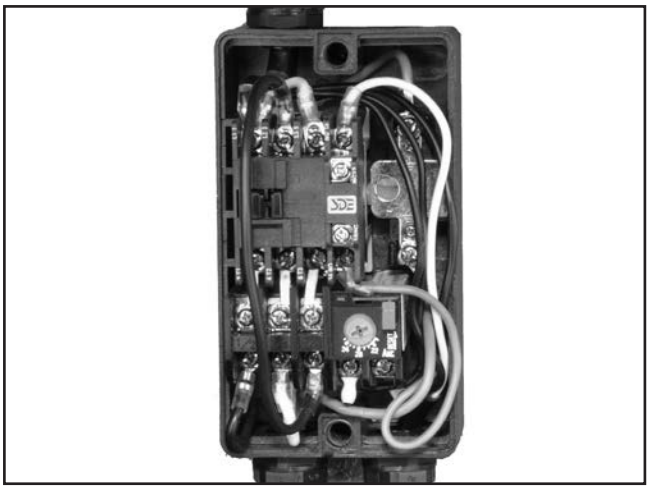

Figure 15. 220V magnetic switch
2. Remove the magnetic switch cover, then disconnect the 220V magnetic switch (see **Figure 15**).